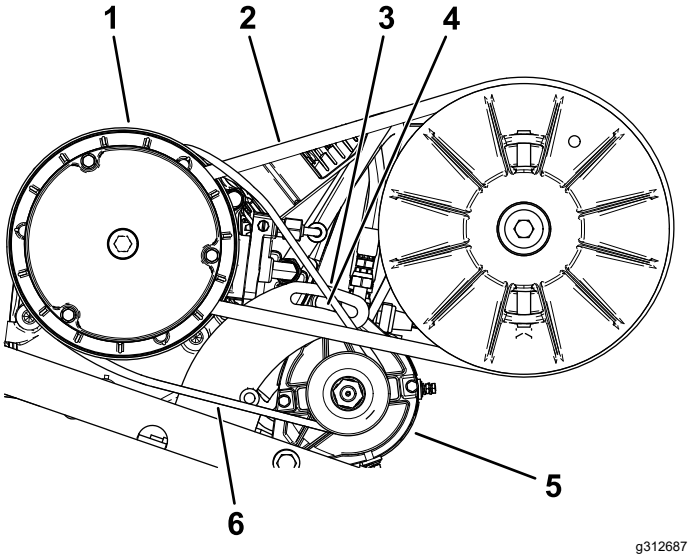

Figur 68
2. Lossa startgeneratorns svängmutter (Figur 68).
4. Tryck bändstången nedåt för att vrida startgeneratorn nedåt i skåran tills remmen är så spänd att den endast böjs 6 mm då en kraft på 44 Nm appliceras (Figur 68).
5. Dra åt svängmuttern för hand och ta bort bändstången (Figur 68).